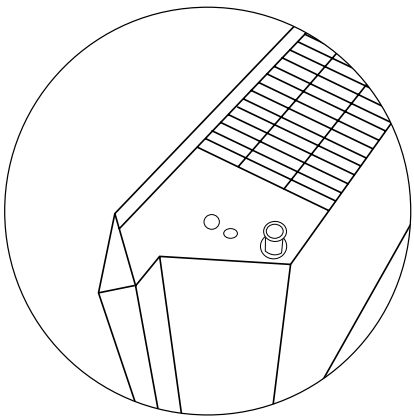

Рис. 7
- перевернуть конвектор нижней частью кверху (*рис. 7*);